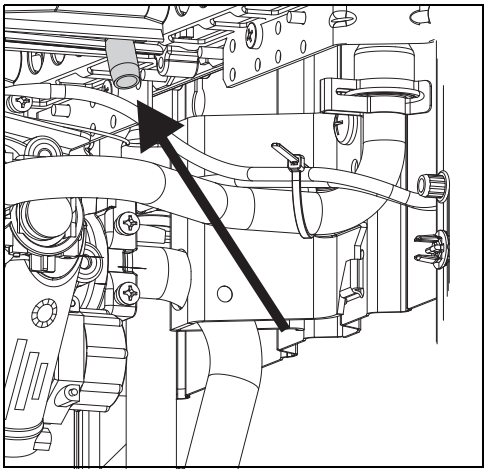

Рис. 11 Точка измерения давления перед форсункой
- Ослабить запорный винт (рис. 11).